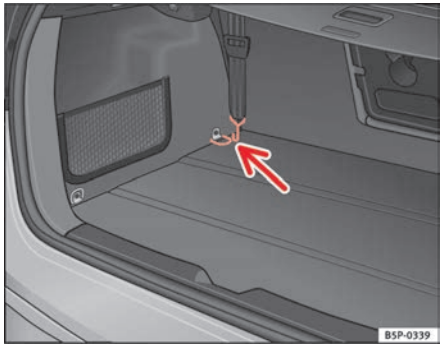

**Fig. 126 Anchor rings for the separation net**
– Hook the belts into the front anchor rings to tense the net ⇒ fig. 126. ■